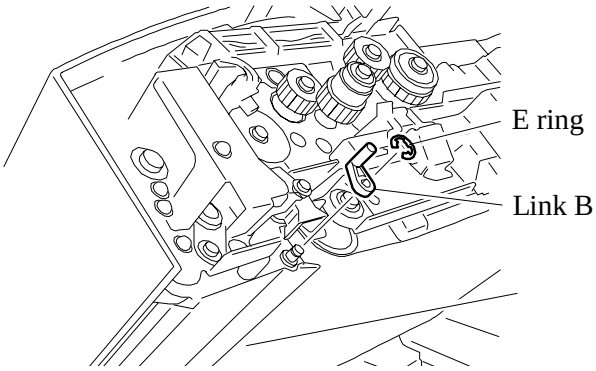

Fig. 5
4) Remove the E ring, and replace link B (Fig. 5).